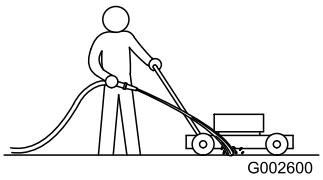

Bild 29
1. Lassen Sie den Motor auf einer flachen, befestigten Oberfläche laufen und sprühen Sie Wasser vor das **rechte** Hinterrad (Bild 29).